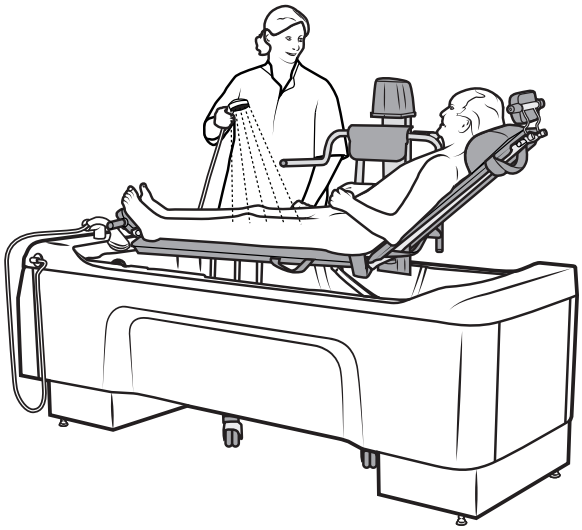

Afbeelding 47
11. Douch de zorgvrager Zie Afbeelding 47.